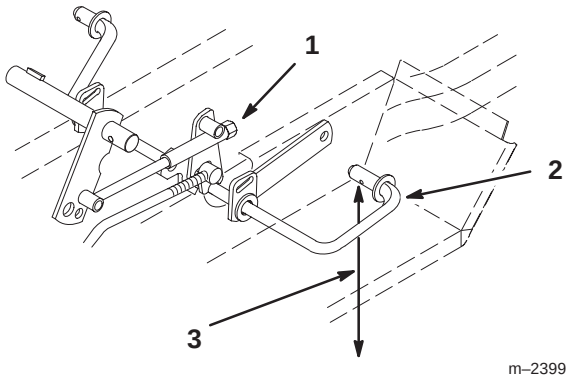

Figure 5
3. Adjust transport height nut until bottom of rear lift arms are approximately 7-1/4” (188 mm) from the level surface (Fig. 5).